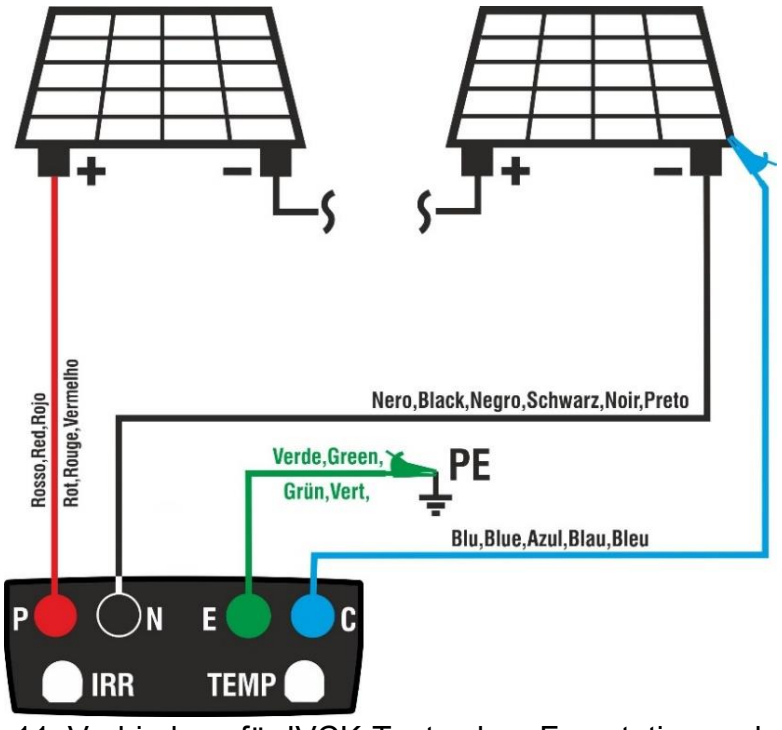

Abb. 11: Verbindung für IVCK-Tests ohne Fernstation und ohne Bestrahlungsstärkemessung
7. Abb. 11 gezeigt. Beachten Sie, dass der Minuspol am Ausgang des PV-Moduls/Strings an den Anschluss N und der Pluspol am Ausgang des PV-Moduls/Strings an den Anschluss P angeschlossen werden muss.